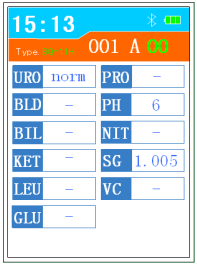

Figura 3-3 L'analisi è completata
4. Al termine della misurazione, il risultato dell'analisi viene visualizzato e memorizzato. Vedere Figura 3-3.